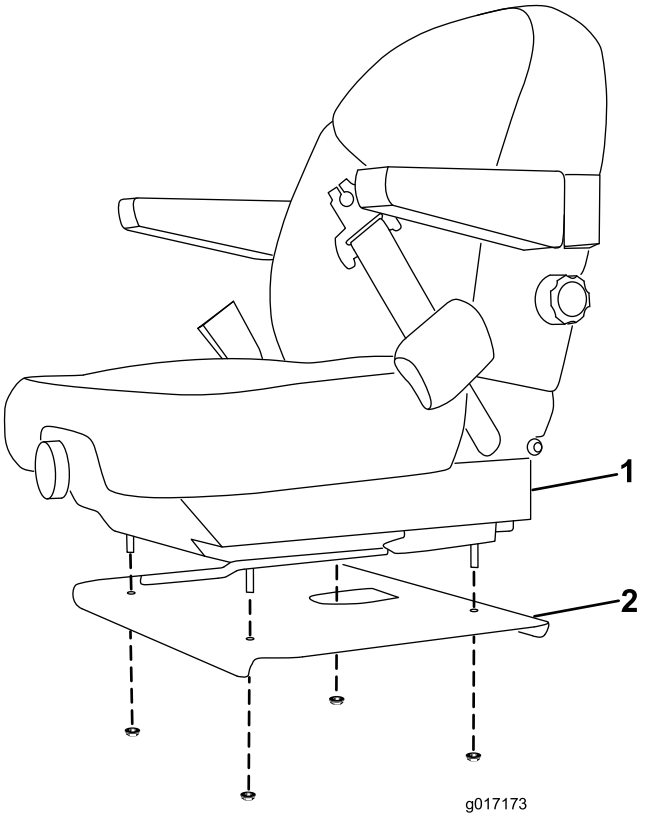

Bild 3
7. Entfernen Sie die Befestigungen, mit denen der Sitz am Sitzunterteil befestigt ist (Bild 3). Nehmen Sie den Sitz ab.